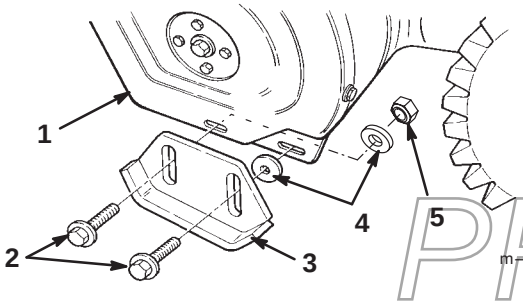

Bild 17
3. Entfernen Sie die beiden Bundmuttern und Flachscheiben, mit denen die Enden der Schürfleiste an den Seitenplatten befestigt sind (Bild 17).
5. Bringen Sie eine Scheibe **zwischen jeder Kufe und der Seitenplatte** an (Bild 17). Ziehen Sie die Schrauben nicht fest.
7. Bringen Sie eine Scheibe und eine Sicherungsmutter **hinter der Seitenplatte (an der Innenseite) an** (Bild 17). Ziehen Sie die Schrauben nicht fest.